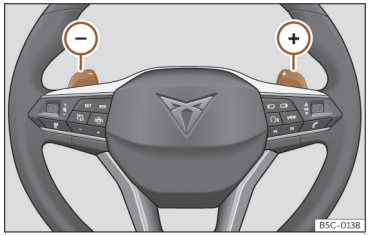

Abb. 117 Lenkrad: die Hebel für Automatikgetriebe.
- Tippen Sie die Schaltwippe ⊕, um einen Gang hochzuschalten ››› **(Abb. 117)**.